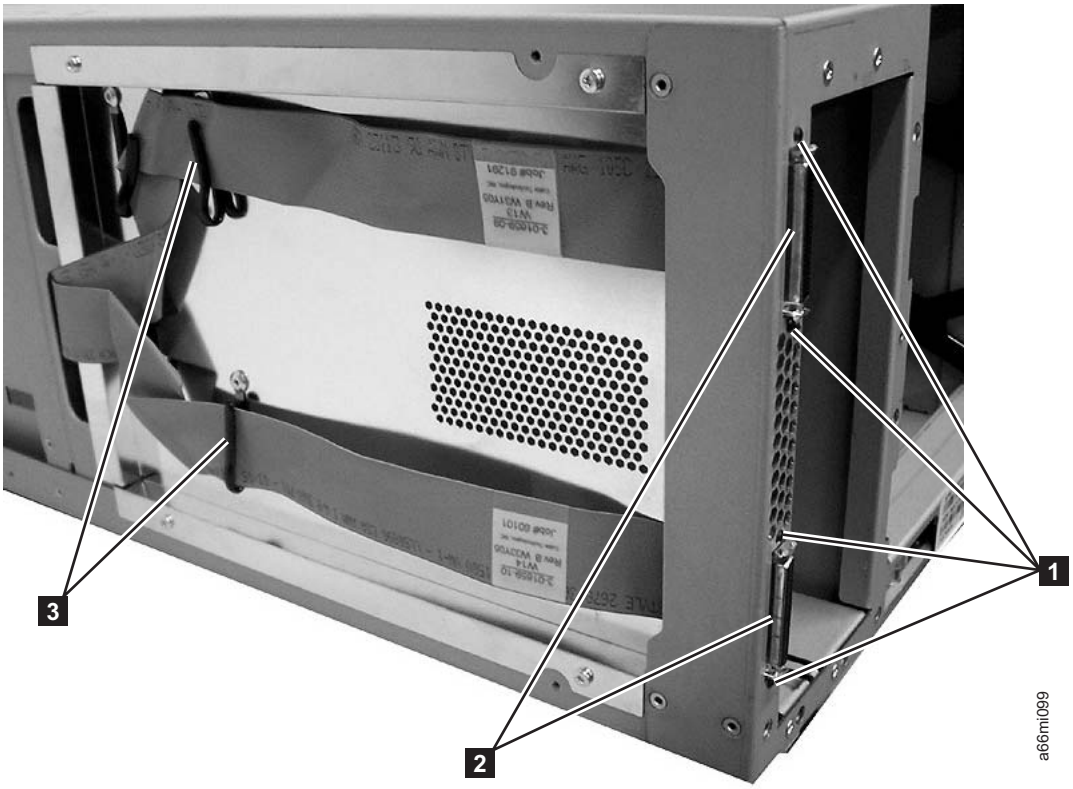

Figure 7-144. D-shell connectors and flat cables, side cover removed
c. Remove the terminator(s) from the 2 D-shell connectors (2 in Figure 7-144 on page 7-129) on the back of the control module, if necessary.
d. Remove the 4 T6 Torx screws (1 in Figure 7-144) holding the 2 D-shell connectors (2 in Figure 7-144) on the back of the control module. Carefully remove the 2 flat cables (3 in Figure 7-144) and D-shell connectors from under the cable retainers on the side of the enclosure.